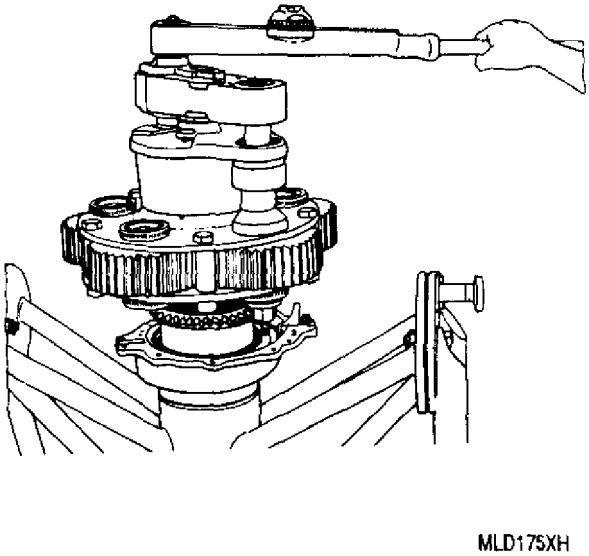

Figure 28. Torquing Planet Gear Rear Splined Nut
(8) Place the SWE102 Powerwrench or equivalent in position on the adapter and fixture (figure 28). Gradually torque nuts in a 1−3−5−2−4 sequence to 950−1000 lb. ft. (right hand thread). (QA)